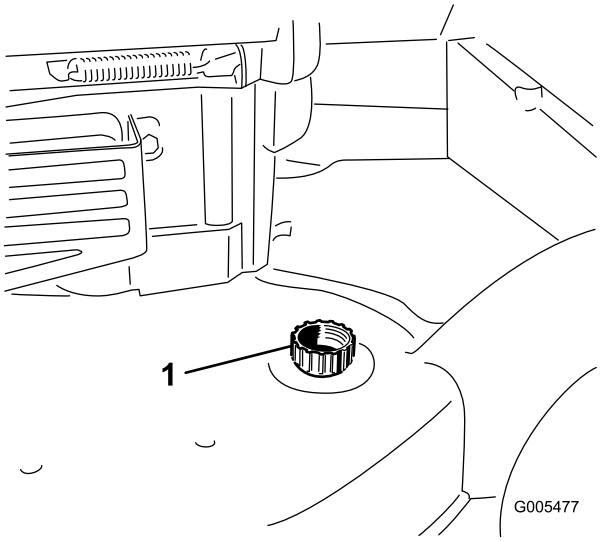

Rysunek 42
3. Podłącz wąż ogrodowy z wodą do złącza czyszczenia (Rysunek 42).